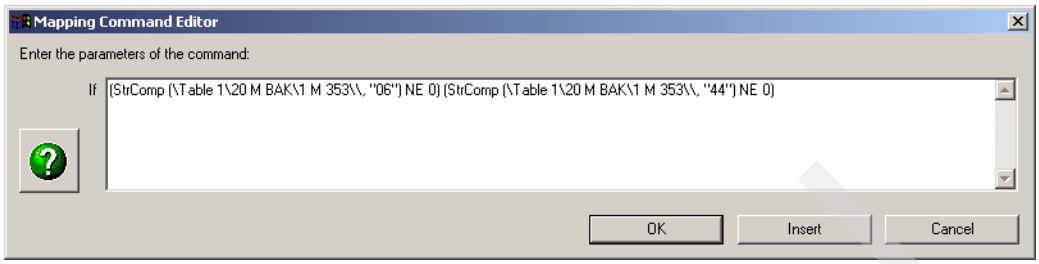

Figure 18-44 Completed mapping command
11. Your mapping command should appear as shown in Figure 18-44 on page 618.